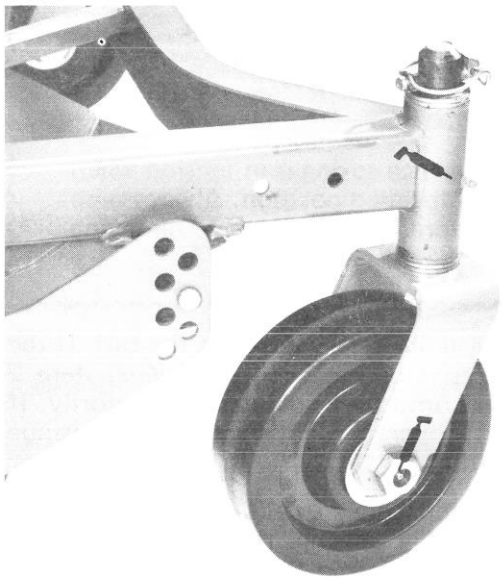
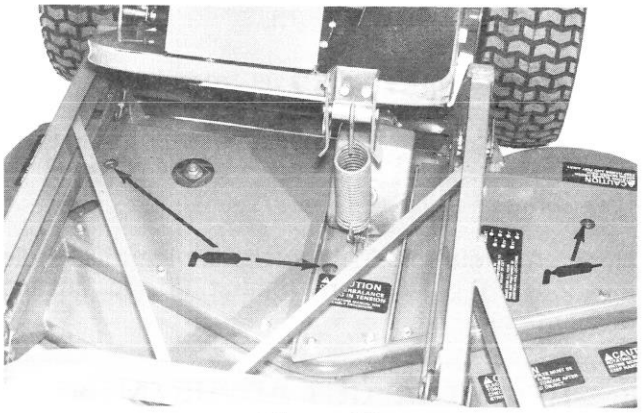
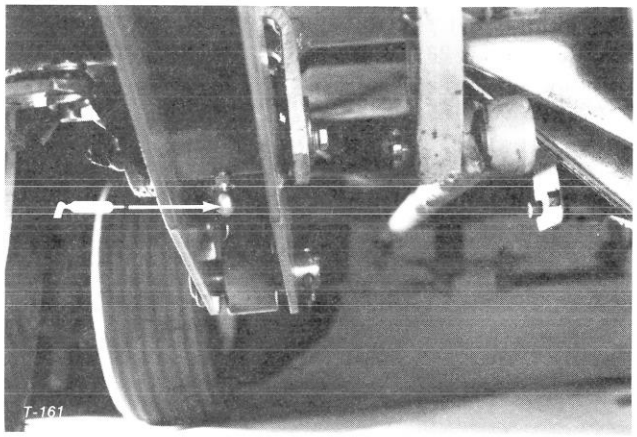

Figure 34
Figure 35
Figure 37
1. The cutting unit has bearings and bushings that must be lubricated, and these lubrication points are: caster spindle bushings (Fig. 34), castor wheel bearings (Fig. 34); blade spindle bearings (Fig. 35) and cutting unit frame pivot bushings (Fig. 37).
2. Grasp end of blade using a rag or thickly padded glove. Remove bladebolt, lockwasher, anti-scalp cup and blade from spindle shaft (Fig. 34).